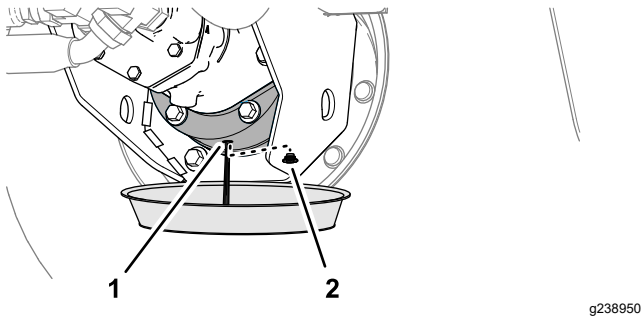

図 100
6. ブレーキハウジングの下に容器を置き、ドレンプラグを外してオイルが完全に抜けるのを待つ図 100。